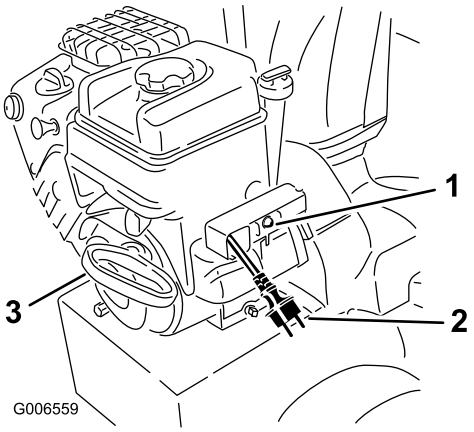

Figur 23
7. Start snøfreseren ved å dra i tilbakespolingsstarteren, eller trykke ned den elektriske startknappen (Figur 23).